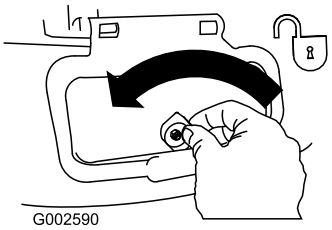

Rysunek 28
1. Odblokuj pokrywę wyrzutu bocznego (Rysunek 28).